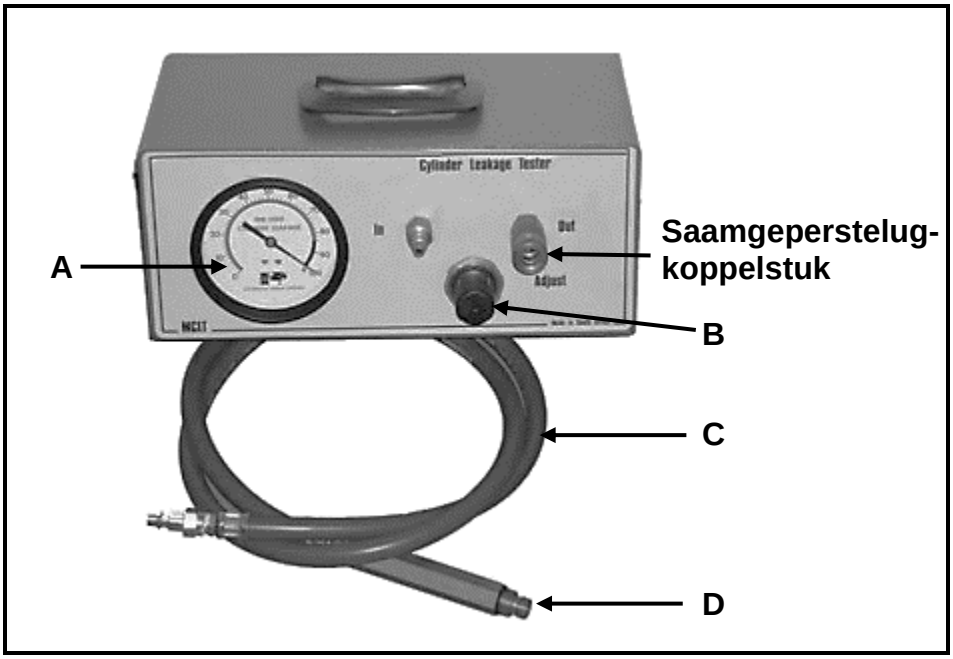

FIGUUR 5.2
5.2 Beantwoord die vrae oor die silinderlekkasietoetser wat in FIGUUR 5.2 hieronder getoon word.
5.2.1 Benoem onderdele **A**–**D** in FIGUUR 5.2 hierbo. (4)